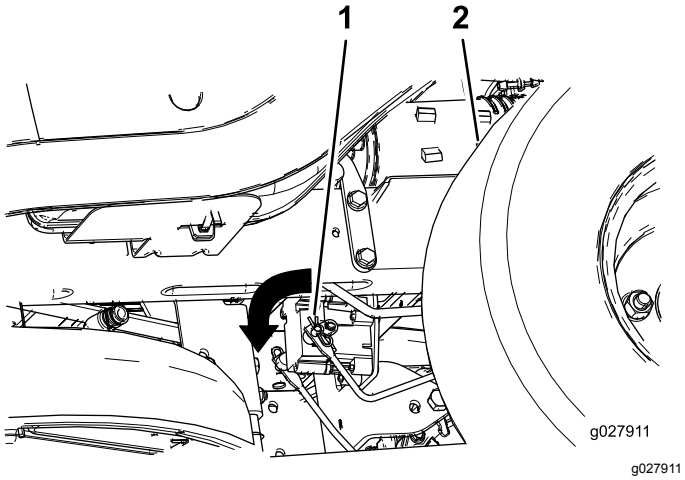

Figure 43
2. Localisez l'arbre sur le frein électrique au point de connexion des bras de liaison (Figure 43).